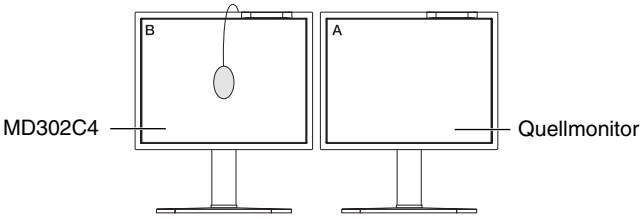

Figure C.2
7. Wenn Sie den Weißpunkt von Bildschirm B bestätigen möchten, entfernen Sie den USB-Farbsensor vom Quellmonitor A, und platzieren Sie ihn in der Bildschirmmitte von Monitor B (**Abbildung C.2**). Um die Bestätigung des Weißpunkts von Bildschirm B zu überspringen, drücken Sie SELECT, und fahren Sie mit Schritt 9 für die FEINABSTIMMUNG fort.